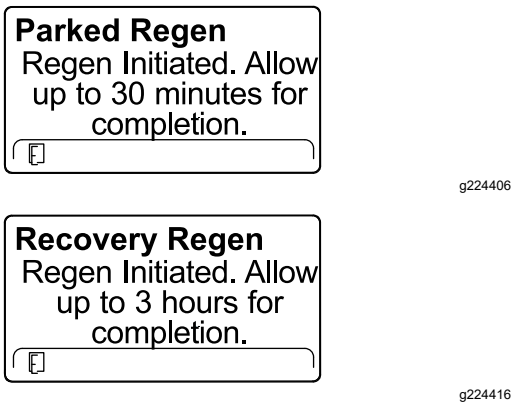

Figuur 78
6. Het InfoCenter toont hoe lang de regeneratie zal duren (Figuur 78).